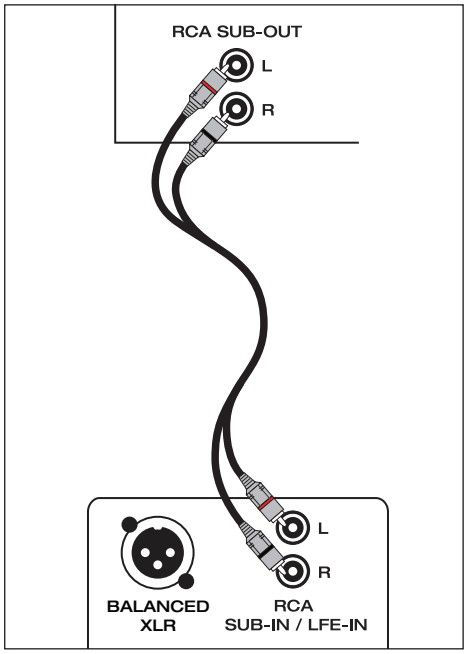

Fig. 3b
2. Stereo Input (Left & Right) connects from the Stereo Preamplifier, Stereo Receiver or other suitable low-level stereo source (Fig. 3b).